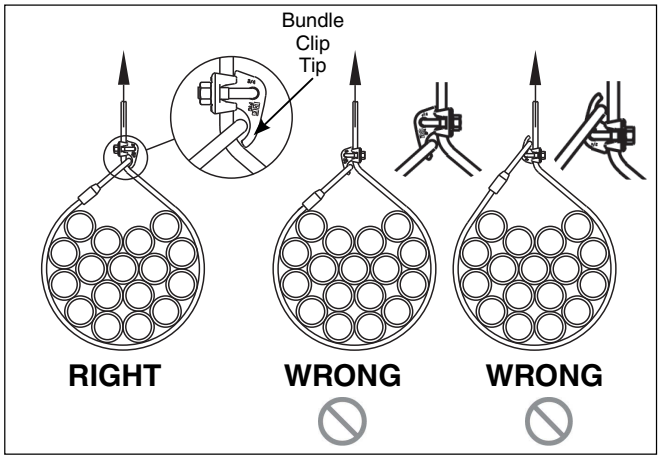

Figure 3
- **Do not use the Bundle Clip to form the choke hitch (See Figure 3).**
3. After initial loading, install the Bundle Clip in proper orientation, with curved portion (Bundle Clip tip) over the eye of the sling. Insert U-bolt through the Bundle Clip. Properly position the clip base over the U-bolt and install nuts (See Figure 3). Use torque wrench to tighten evenly, alternating from one nut to the other until the curved portion bottoms out on the clip base, and the recommended torque is reached (See Table 1).